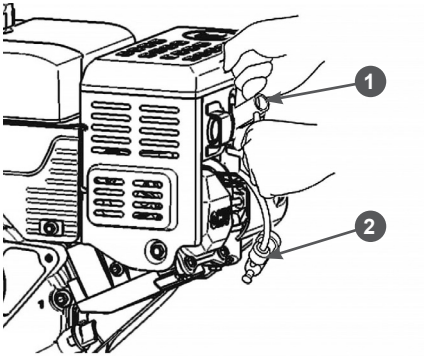

**Рис. 41 Обслуживание свечи зажигания**
1. Снимите со свечи зажигания колпачок 1 высоковольтного провода и удалите грязь вокруг свечи зажигания (Рис. 41).
2. Открутите свечу зажигания свечным ключом2 (Рис. 41).